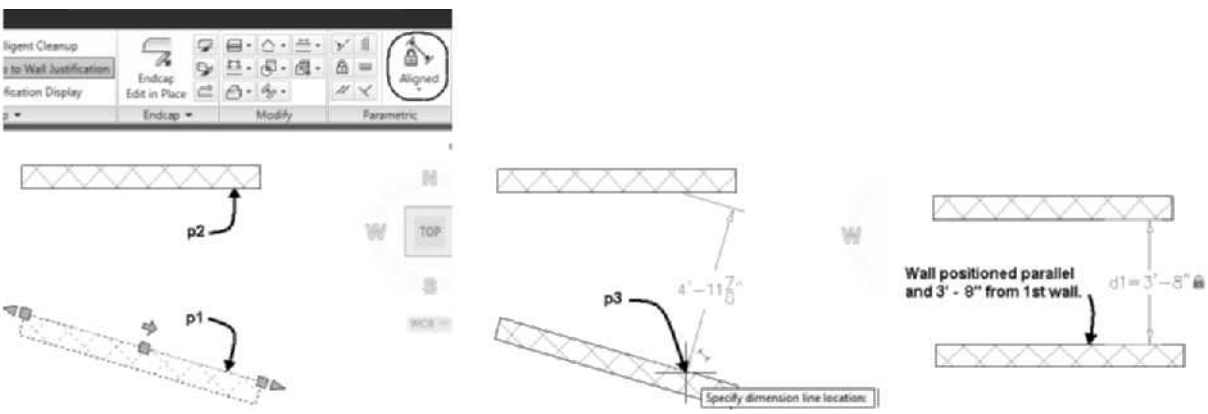

FIGURE 2.57 *Creating an Aligned constraint*
Ribbon	Select a wall to display the Wall contextual tab. Choose **Aligned** from the Parametric panel (refer to Figure 2.57).
*(Select wall at **p1** as shown in Figure 2.57. Choose Aligned from the Parametric panel of the Wall contextual tab.)*